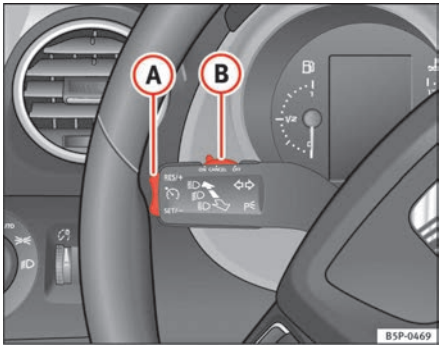

Fig. 150 Indicator and main beam headlight lever switch and rocker switch for the cruise control
- when the lever (B) is moved to the position “CANCEL” without reaching the “OFF” position. Once the “CANCEL” operation is completed, the lever is released and returns to its initial position.
To resume the cruise control, release the brake or clutch pedal or reduce the vehicle speed to less than 180 km/h and press once on the upper part of the rocker switch **RES/+** ⇒ page 183, fig. 150 (A).